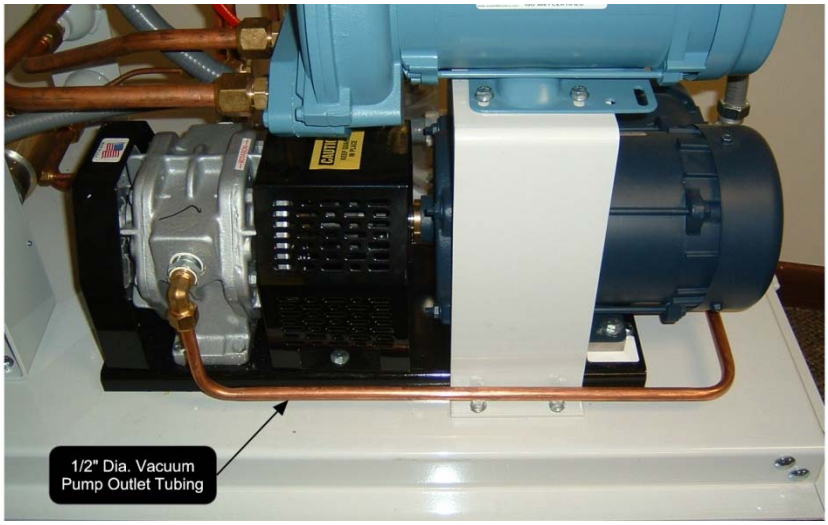

*Figure 24: Vacuum pump outlet tubing connection*
- **See** Figure 24: Page 15-66.